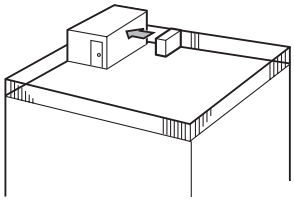

Abb. 2-4
(1) Richten Sie die Luftaustrittsöffnung mit einem Abstand von etwa 50 cm auf die nächstgelegene Wand aus. (Abb. 2-4)